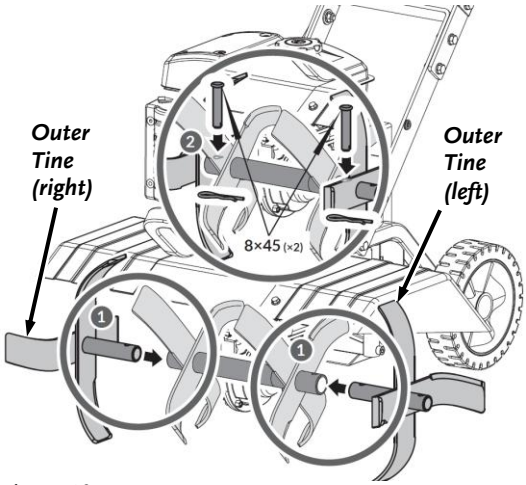

Figure 10
10. Position the two Outer Tines into the Inner Tines and align the holes (***Figure 10***).